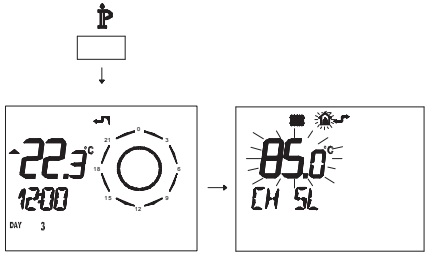

Figure 5.41
- Press button P for more than 3 seconds to enter INFO mode (Figure 5.41).